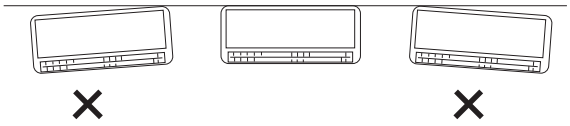

Fig. 3-11
(2) Verifique duas vezes com um nível de carpinteiro ou fita métrica para ver se o painel está nivelado. Isso é importante para instalar a unidade correctamente. (Fig. 3-11)
(3) Certifique-se de que o painel está rente à parede. Qualquer espaço entre a parede e a unidade causará ruído e vibração.